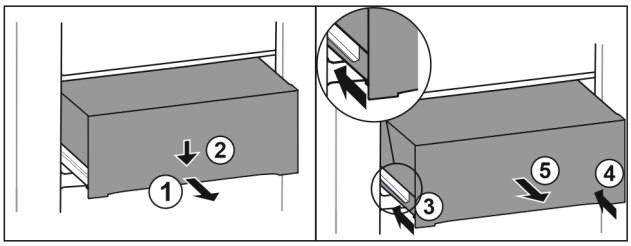

Fig. 172
▶ Predal izvlecite do polovice. *Fig. 172 (1)*
▶ Predal na sprednji strani potisnite navzdol. *Fig. 172 (2)*
▶ Levo vodilo potisnite približno 2 cm noter. *Fig. 172 (3)*
▶ Desno vodilo potisnite približno 2 cm noter. *Fig. 172 (4)*
▶ Predal vzemite ven v smeri naprej. *Fig. 172 (5)*